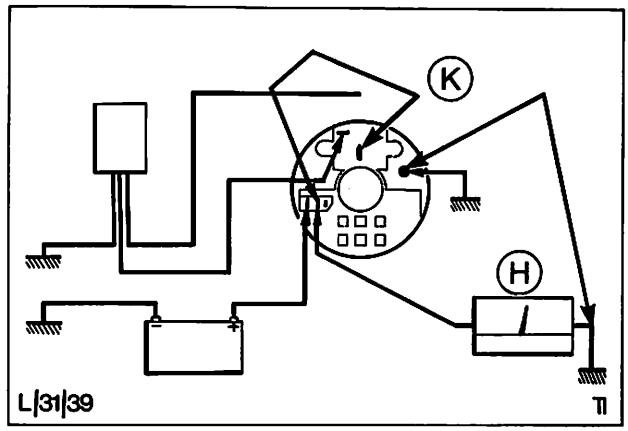

Abb. 75 Spannung zwischen Ausgangsklemme und Masse prüfen
10. Regler abklemmen. Ausgangsklemme mit dem Feldwicklungsanschluß verbinden, Zündung einschalten und Motor im schnellen Leerlauf laufen lassen. Spannung zwischen Ausgangsklemme und Masse prüfen, Abb. 75. Steigt die Ausgangsspannung auf 14 bis 16 Volt, obwohl sie in Vorgang 8 nicht auf 14 Volt gestiegen ist, ist der Regler fehlerhaft und muß ausgewechselt werden. Steigt die Ausgangsspannung nicht und ließ sich kein Fehler bei der Prüfung der Feldwicklung nachweisen, sind entweder der Ständer oder die Gleichrichterdioden defekt.